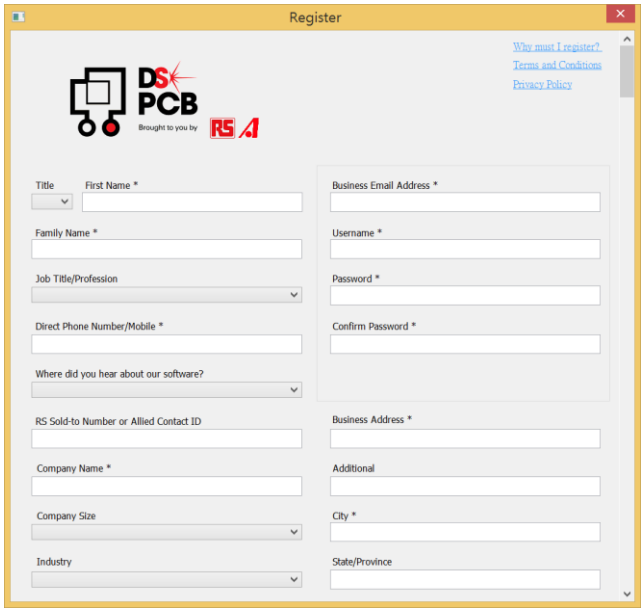

图 1-4 注册并启用账号后，就可以使用 DesignSpark PCB
4. 您需要一个 DesignSpark 账号来使用软件，若是没有账号，点选创建账号(CREATE DESIGNSPARK ACCOUNT)就会跳出申请表，填完后按最下方的注册(Register) 按钮即可，如图 1-4 所示。